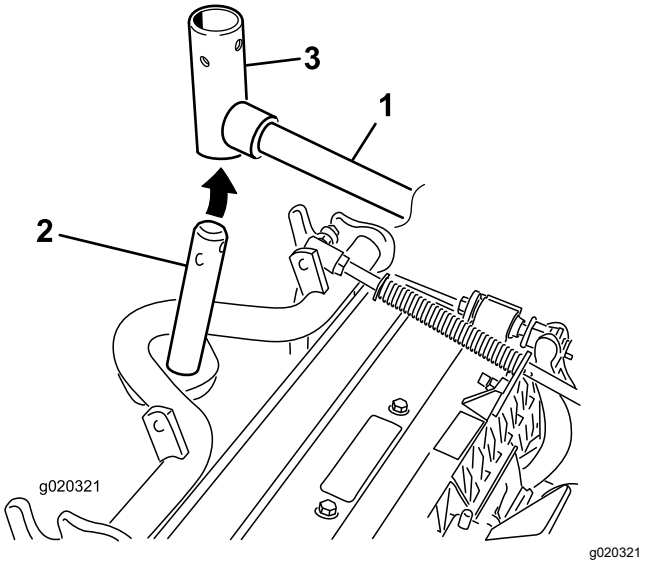

**Figure 10**
10. Pour les unités de coupe avant, poussez une unité de coupe sous le bras de levage tout en insérant l'arbre du bâti porteur dans la chape de pivot du bras de levage (Figure 10).
B. Insérez la chape du bras de levage sur l'arbre du bâti porteur (Figure 10).